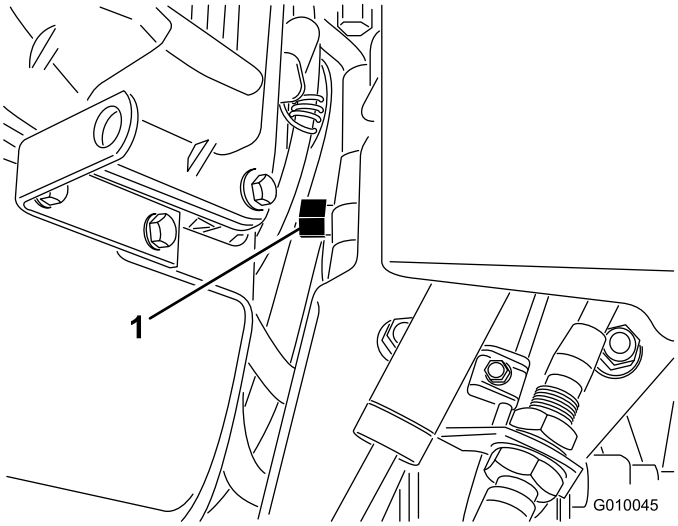

**Rysunek 30**
2. Zlokalizuj zawór obejściowy pomiędzy silnikiem i pompą hydrostatyczną (Rysunek 30).
3. Za pomocą klucza 5/8 cala obróć zawór obejściowy w lewo o 1 obrót. Umożliwi to ominięcie pompy przez olej hydrauliczny i obracanie kół (Rysunek 30).
5. Aby użyć aeratora ponownie, obróć zawór obejściowy w prawo o jeden obrót (Rysunek 30).